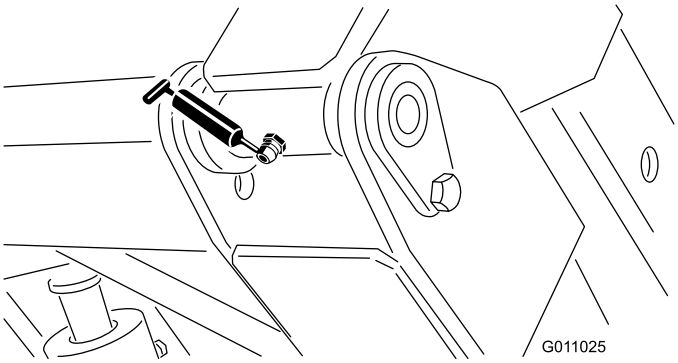

Figur 29
- Beholderaksel (øvre) (2) (Figur 29).